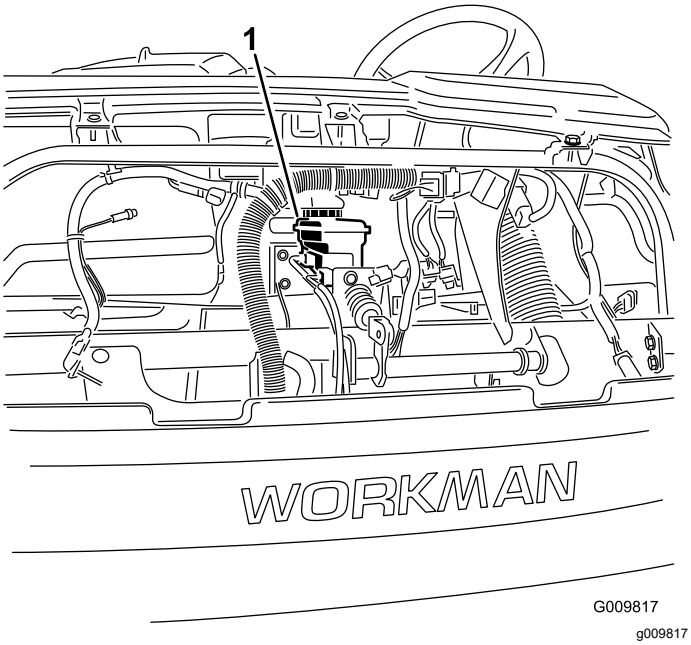

Figur 57
4. Hev panseret for å få tilgang til hovedbremsesylinderen og -beholderen (Figur 57).